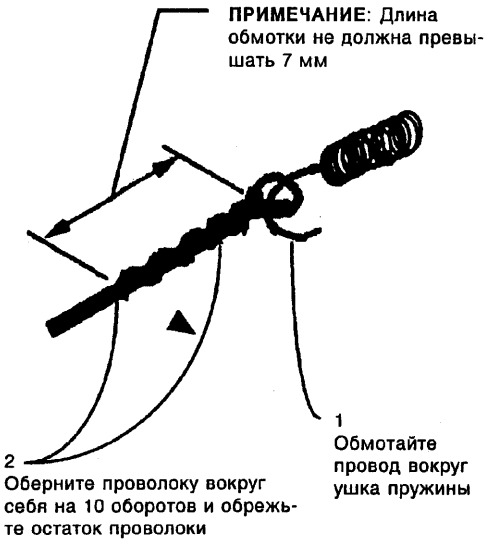

Рисунок 2. Установка нити коротрона переноса на пружину.
1. (рис.2) Используя минимум 40-45 см проволоки для коротрона или катушку, прикрепите поволоку к пружине.